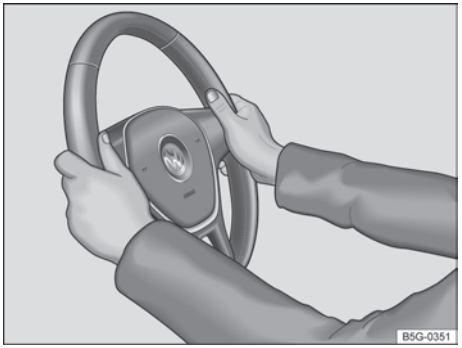

Fig. 41 No volante posição 9 e 3 horas.
– Ajustar o volante de modo que o condutor possa segurá-lo pela borda externa com as duas mãos e os braços ligeiramente dobrados (posição das 9h e 3h → Fig. 41).